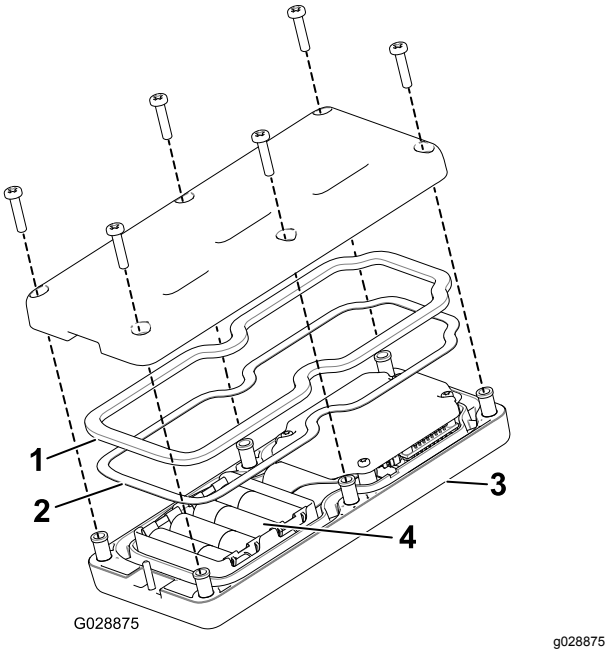

Figur 18
2. Koble batteriene til korrekte poler. (Hvis batteriene monteres feil, vil ikke enheten bli ødelagt, men den vil ikke fungere.) Batterirommet har merker for polaritet for hver pol (Figur 18).
3. Kontroller at stålpakningen og gummitetningen er plassert i kanalen på fjernkontrollen og sett på bakdekslet igjen (Figur 18).
4. Fest dekselet med seks skruer (Figur 18) og stram til med et moment på 1,5 til 1,7 N·m.